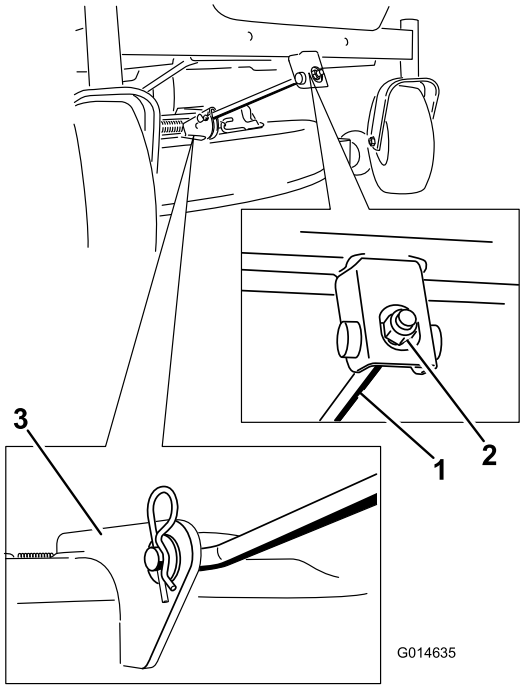

Figur 66
5. Ta bort hårnålssprinten från den främre stödstången och ta bort stången från däckfästet (Figur 66).
6. Fäst den främre stödstången vid klippardäcket med hårnålssprinten och sprintbulten (Figur 66).